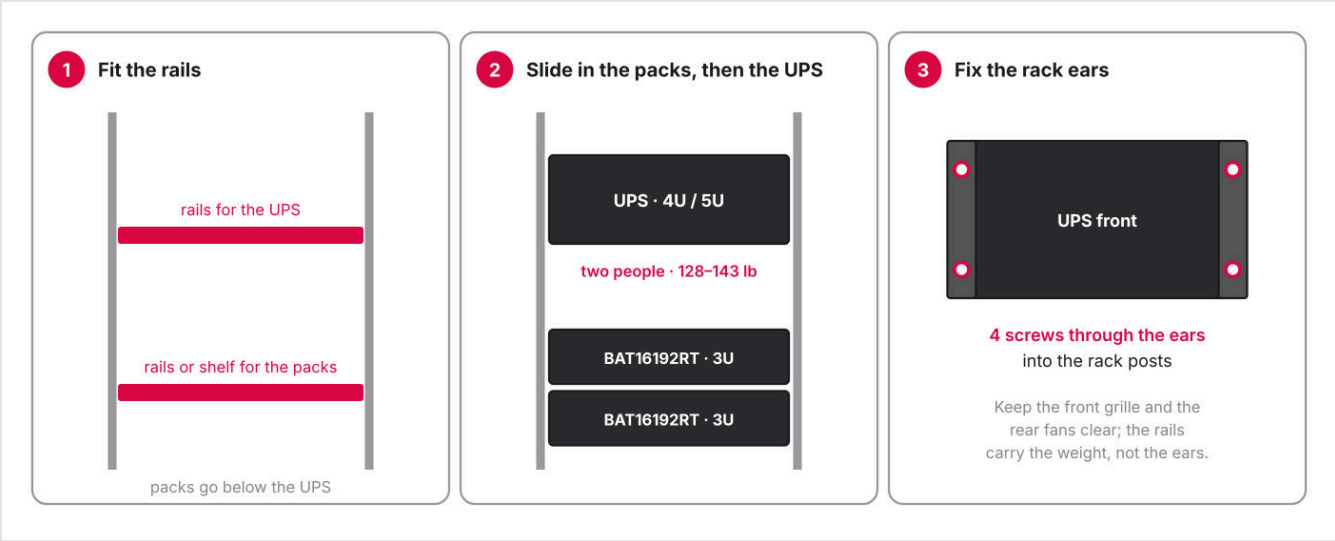

FIGURE 4-2 Mounting in a 19-inch rack
1. Fit the rail kit supplied with the UPS in the rack, at the height chosen for the UPS. Fit rails or a shelf rated for the weight of each pack below it (Figure 4-2, step 1).
2. Slide in the packs first, then the UPS, with two people (Figure 4-2, step 2).
3. Fix the rack ears (Figure 2-2, item 8) to the rack posts with four screws (Figure 4-2, step 3). The rails carry the weight, not the ears.